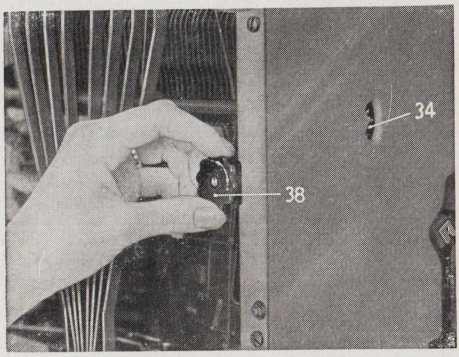

Abb. 7
Der Anschlagregler (38) dient zur individuellen Einstellung des Tastendruckes. Zur Regulierung des Tastendruckes ist auf der rechten Unterseite der Maschine ein Drehknopf vorgesehen (Abb. 7).